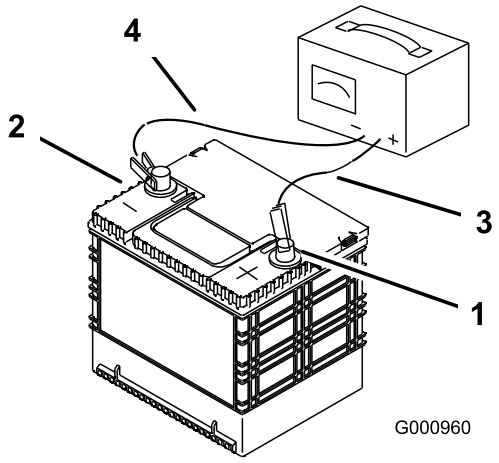

**Figuur 55**
2. Zodra de accu volledig is opgeladen, haalt u de acculader uit het stopcontact en maakt u vervolgens de oplaadkabels los van de accuklemmen (Figuur 55).